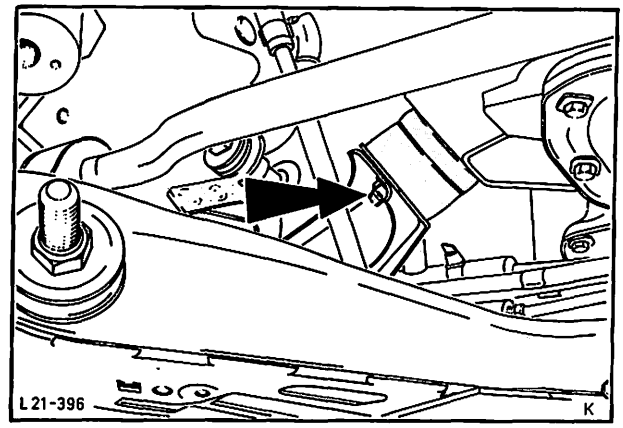

Abb. 99 Gummipuffer–Motoraufhängung
4. Gummipuffer–Motoraufhängung vom Achskörper abschrauben (2 Muttern), Abb. 99.